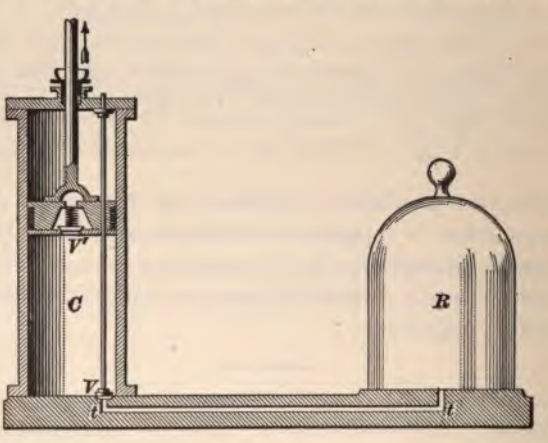
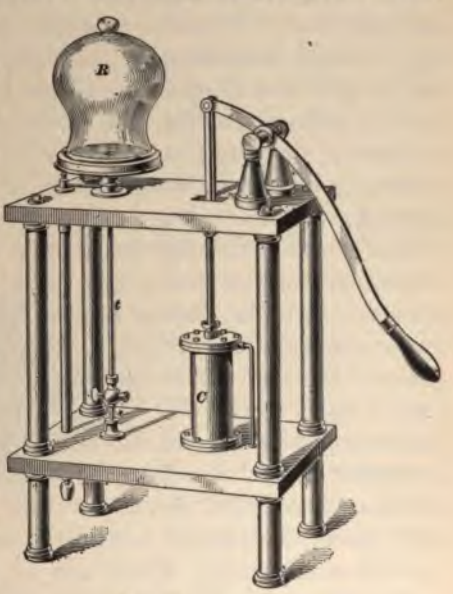

FIG. 19.
FIG. 20.
shown in Fig. 19 and the complete instrument in Fig. 20. The closed vessel R is called the **receiver,** and the space
The piston is now pushed down, the valve *V* closes, the valve *V'* opens, and the air in *C* escapes. The lower valve *V* is sometimes supported, as shown in Fig. 19, by a metal rod passing through the piston and fitting it somewhat tightly. When the piston is raised or lowered, this rod moves with it. A button near the upper end of the rod confines its motion within very narrow limits, the piston sliding upon the rod during the greater part of the journey. In the complete form of the instrument shown
in Fig. 20, communication between receiver and pump is made by means of the tube t.
61. Degrees and Limits of Exhaustion.—Suppose that the volume of R and t together is four times that of C, Fig. 19, and that there are, say, 200 grains of air in R and t, and 50 grains in C when the piston is at the top of the cylinder. At the end of the first stroke, when the piston is again at the top, 50 grains of air in the cylinder C will have been removed, and the 200 grains in R and t will occupy the space R, t, and C. The ratio between the sum of the spaces R and t and the total space $R + t + C$ is $\frac{4}{5}$; hence, $200 \times \frac{4}{5} = 160$ grains = the weight of air in R and t after the first stroke. After the second stroke, the weight of the air in R and t would be $(200 \times \frac{4}{5}) \times \frac{4}{5} = 200 \times (\frac{4}{5})^2 = 200 \times \frac{16}{25} = 128$ grains. At the end of the third stroke, the weight would be $[200 \times (\frac{4}{5})^2] \times \frac{4}{5} = 200 \times (\frac{4}{5})^3 = 200 \times \frac{64}{125} = 102.4$ grains. At the end of n strokes the weight would be $200 \times (\frac{4}{5})^n$. It is evident that *it is impossible to remove all the air that is contained in R and t by this method.* It requires an exceedingly good air pump to reduce the tension of the air in R to $\frac{1}{50}$ inch of mercury. When the air has become so rarefied as this, the valve V' will not lift, and, consequently, no more air can be exhausted.